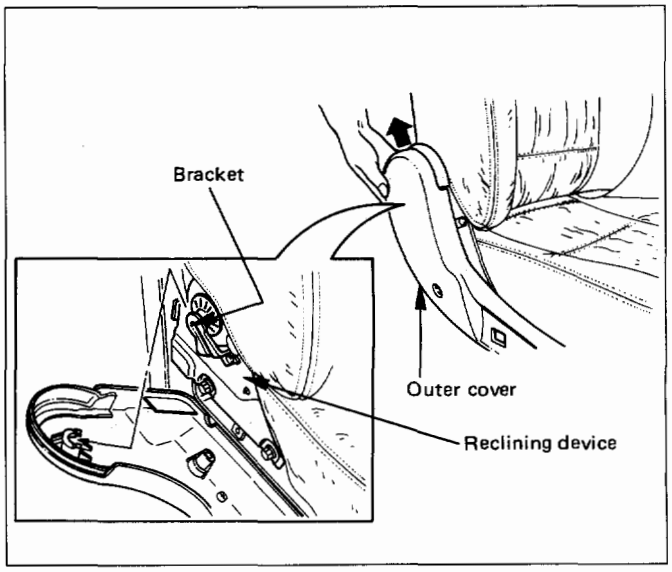

Fig. 10-198
- Pull up the outer cover to remove the cover from the reclining device (Fig. 10-198).
- Pull up the inner cover to remove the cover from the reclining device (Fig. 10-198).